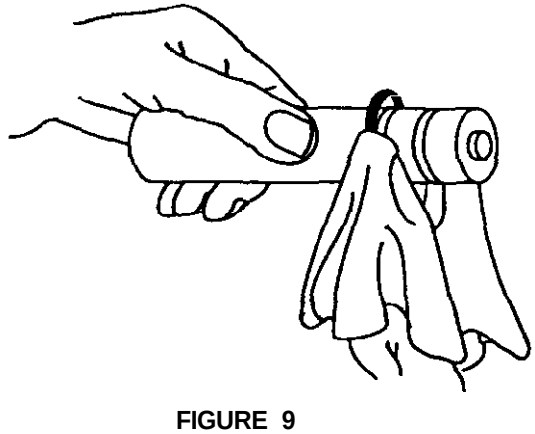

FIGURE 9
11. Remove the o-ring from the spigot plunger and carburetor tube by grasping part one hand as shown and with a dry cloth in the other hand, squeeze the o-ring upward. When a loop is thus formed, grasp the o-ring with the other hand and roll the o-ring out of its groove and off the part. (See Figure 9).